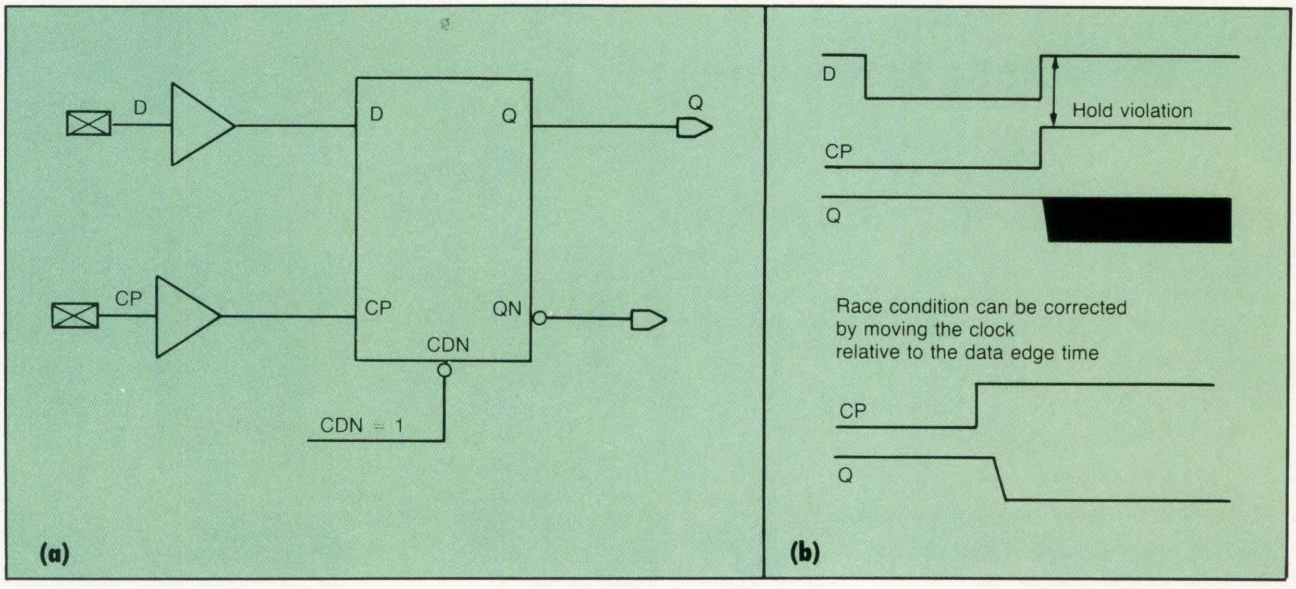

FIGURE 4. External race condition: circuit (a) and waveforms (b).
- *Assign input edge times to avoid race conditions.* Input timing generators should be assigned to avoid pattern-induced, or external, race conditions. An external race condition can occur when inputs to a latch transition as a direct result of I/O input transitions. An example would be a flip-lop with both data and clock driven from I/Os and assigned to the same edge time (Figure 4).